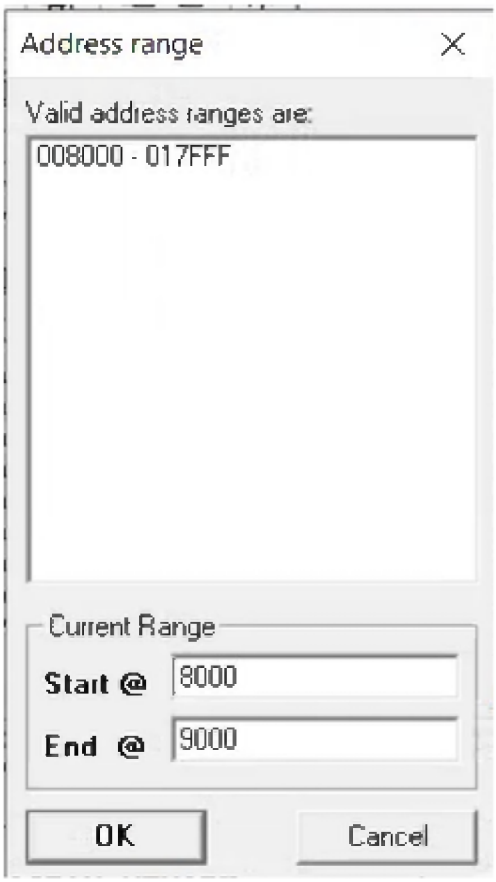

Рисунок 48
5.2.8 Нажать кнопку и загрузить исполняемый файл по адресу 0x8000-0x9000. Для этого в открывшемся окне Address range в поле Start ввести значение 8000, в поле End ввести значение 9000 (Рисунок 48).